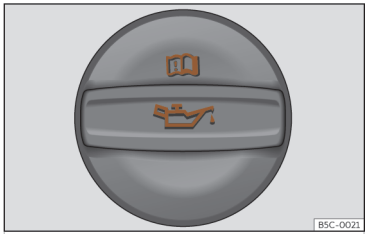

Abb. 230 Deckel der Motoröl-Einfüllöffnung im Motorraum.
- Suchen Sie den Motoröl-Einfüllstutzen. Sie erkennen ihn an dem Symbol auf dem Deckel ››› **(Abb. 230)**.
- Schrauben Sie den Deckel der Motoröl-Einfüllöffnung ab ››› **(Abb. 230)**.